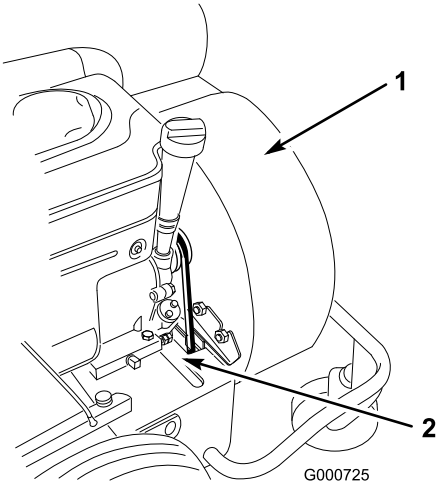

Bild 36
11. Ziehen Sie den Treibriemen über die Riemenscheibe und durch die Öffnung (Bild 36).